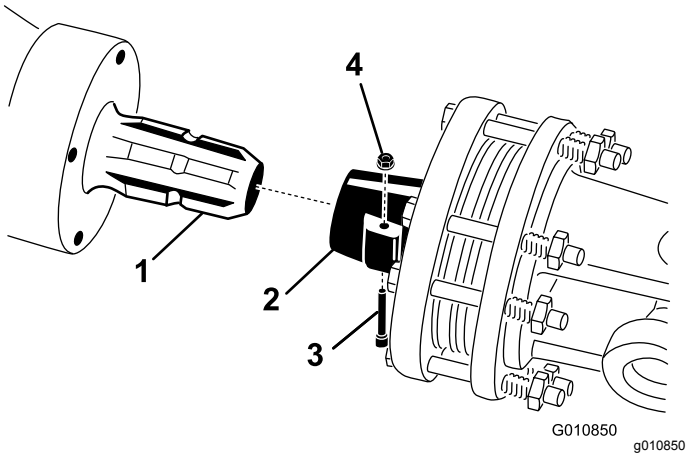

**Figuur 23**
1. Verwijder de pen en moer van de aftakas (Figuur 23).
2. Sluit het uiteinde van de aftakas aan op de ingangsas van de tandwielkast van de beluchter met behulp van de pen en moer die u eerder hebt verwijderd (Figuur 23).